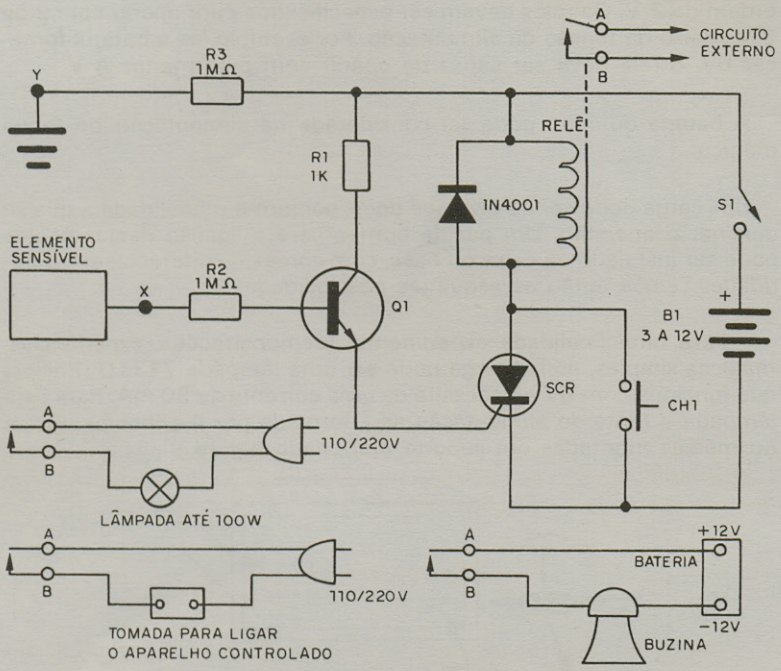

FIGURA 10
- Ainda para finalidades experimentais (como mágicas, demonstrações, fins didáticos, controle remoto, etc) em lugar da lâmpada pode ser usado um relê sensível que será ligado da maneira indicada na figura 10. Este relê deve ser escolhido em função da alimentação a ser usada ou vice-versa. O relê deve ser capaz de fechar seus contactos com uma tensão 2V menor do que a tensão da fonte. Por exemplo, se forem usadas 4 pilhas com uma tensão de 6V, portanto o relê deve ser capaz de fechar seus contactos com 4V. A corrente pode estar entre 20 e 50 mA para pilhas pequenas e entre 50 e 100 mA para pilhas médias